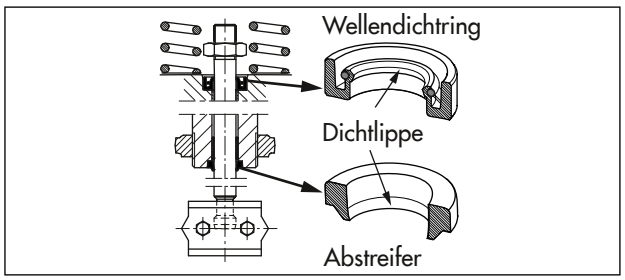

**Bild 19:** *Ausrichtung Wellendichtring und Abstreifer*
6. Wellendichtring mit geeignetem Werkzeug montieren. Dabei die korrekte Ausrichtung des Wellendichtrings beachten, vgl. Bild 19.